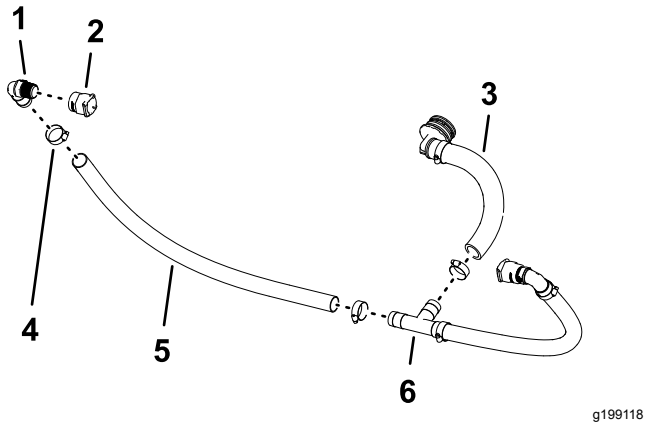

Rysunek 90
2. Zamocuj szybkozłącze (gniazdo 3/4 cala) do złącza kątowego 90° z występem (1 x 3/4 cala NPT) w sposób pokazany na Rysunek 90.
3. Zamocuj złącze kątowe 90° z występem (1 x 3/4 cala NPT) do węża (1 x 26 cali) i zamocuj wąż do złącza używając zacisku węża (Rysunek 90).
4. Zamocuj swobodny koniec węża do trójnika w sposób pokazany na Rysunek 90 i zamocuj wąż do złącza za pomocą zacisku węża.
6. Zamocuj zespół złącza kątowego 90° z występem i węża do trójnika i zamocuj wąż do złącza używając zacisku węża (Rysunek 90).